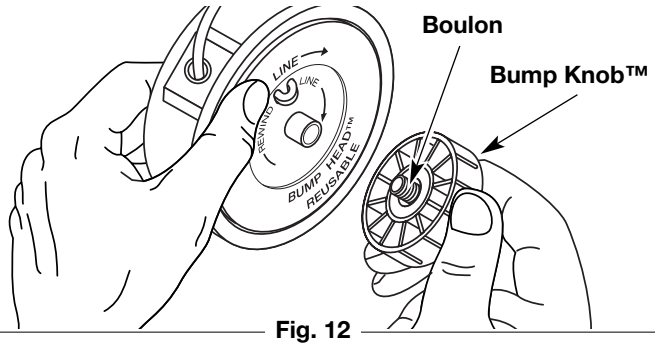

Fig. 12
1. Tenez la bobine extérieure d'une main et dévissez le bouton de butée vers la gauche (Fig. 12). Inspectez le boulon à l'intérieur du bouton de butée pour vous assurer qu'il se déplace librement. Remplacez le bouton de butée s'il est endommagé.